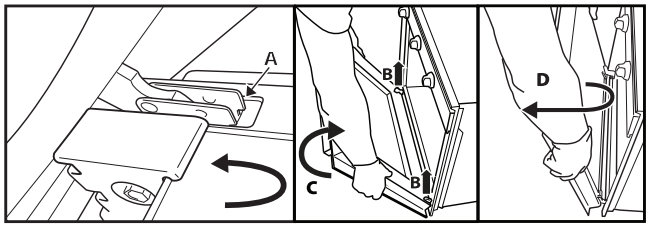

Рис. 2
3. Повністю зачиніть дверцята (A), трохи підніміть їх (B) та від'єднуйте дверцята до тих пір, поки вони повністю не знімуться з петель (D) (Рис. 2)